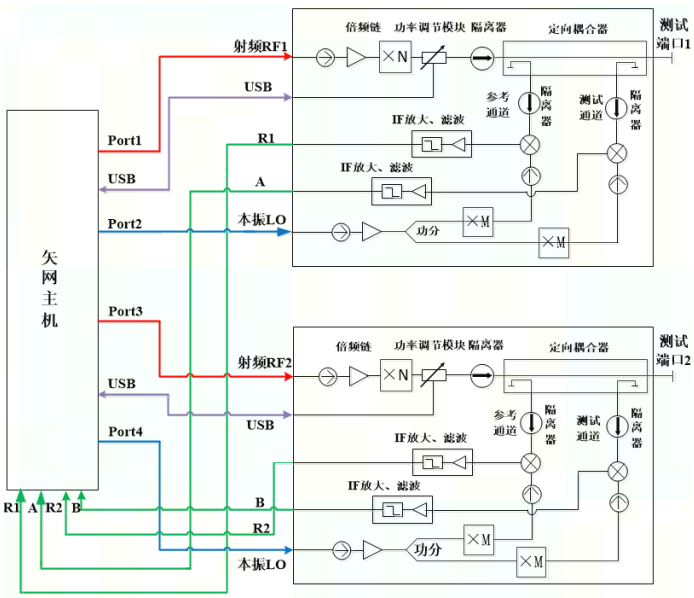

图 6.1　四端口扩频矢量网络分析系统工作原理框图
A.四端口矢网主机+S 参数测试模块扩频系统原理框图如图 6.1 所示。